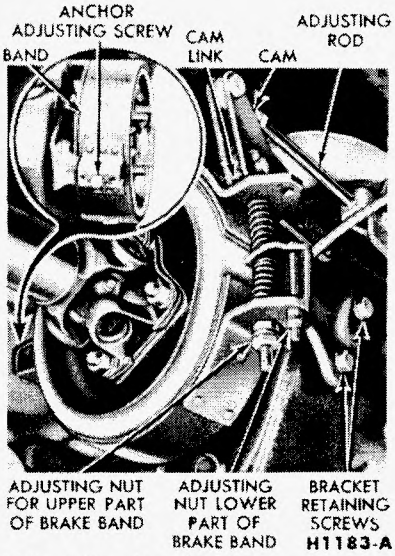

FIG. 43—Typical Band-Type Parking Brake
1. With a cable controlled parking brake band (Fig. 43), move the parking brake lever to the fully released position. On a truck with a rod type linkage, set the lever at the first notch.
2. Check the position of the cam to make sure the flat portion is resting on the brake band bracket. If the cam is not flat with the bracket, remove the clevis pin from the upper part of the cam, and adjust the clevis rod to allow the flat portion of the cam to rest on the brake band bracket. Install the clevis pin and cotter pin (Fig. 43).
4. Loosen the lock nut on the adjusting screw for the lower half of the brake band, and adjust the screw to establish a 0.010-inch clearance between the lining and the brake drum, at the lower half of the brake band (Fig. 43). Tighten the lock nut.